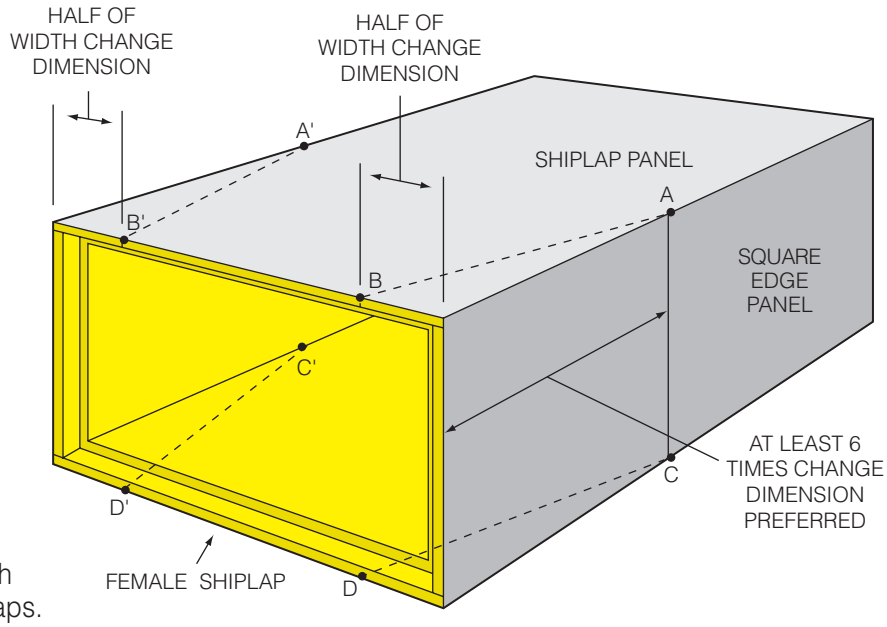

Fig. 3-14A
1. Divide change dimension by 2. Draw diagonal lines A - B, A' - B', C - D, and C' - D' to take half the change dimension from each side of module (Fig. 3-14A).